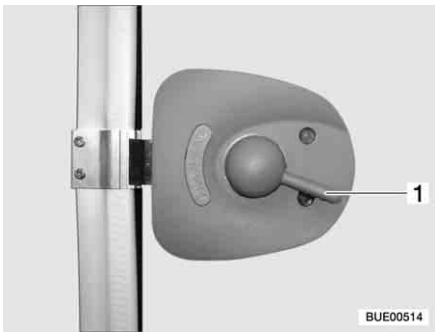

Fig. 24 Door lock of conversion door, inside, open
- Push the handle (Fig. 24,1) down.